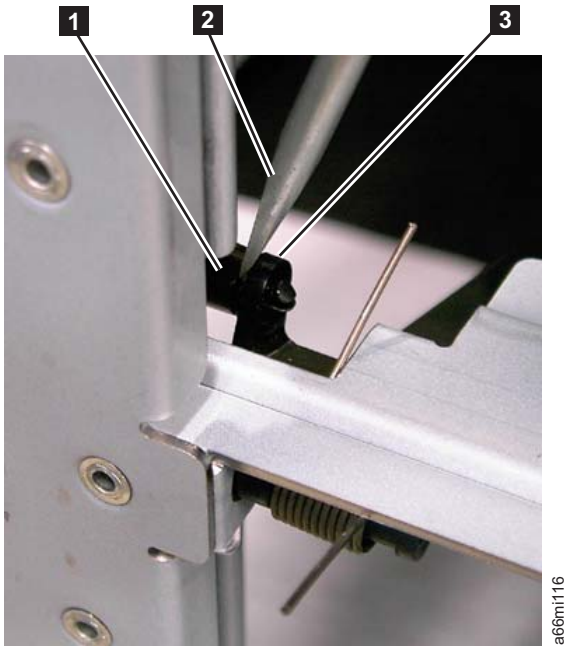

Figure 7-42. I/O Safety Flap Link
4. Disconnect the plastic link (1 in Figure 7-42 on page 7-40) from the bottom flap (3 in Figure 7-42 on page 7-40). Use a small screwdriver (2 in Figure 7-42 on page 7-40) to pry the link out of the hole in the bottom flap.